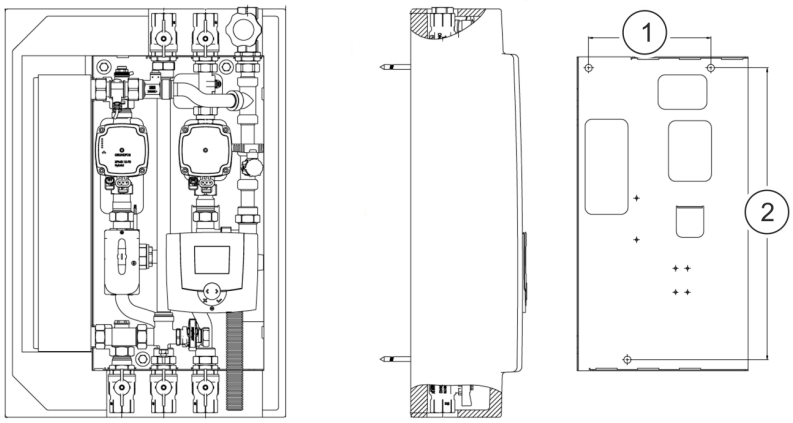

Rys. 20: Układ otworów
4. Zaznaczyć na ścianie otwory do wywiercenia (Rys. 20/1 + 2).